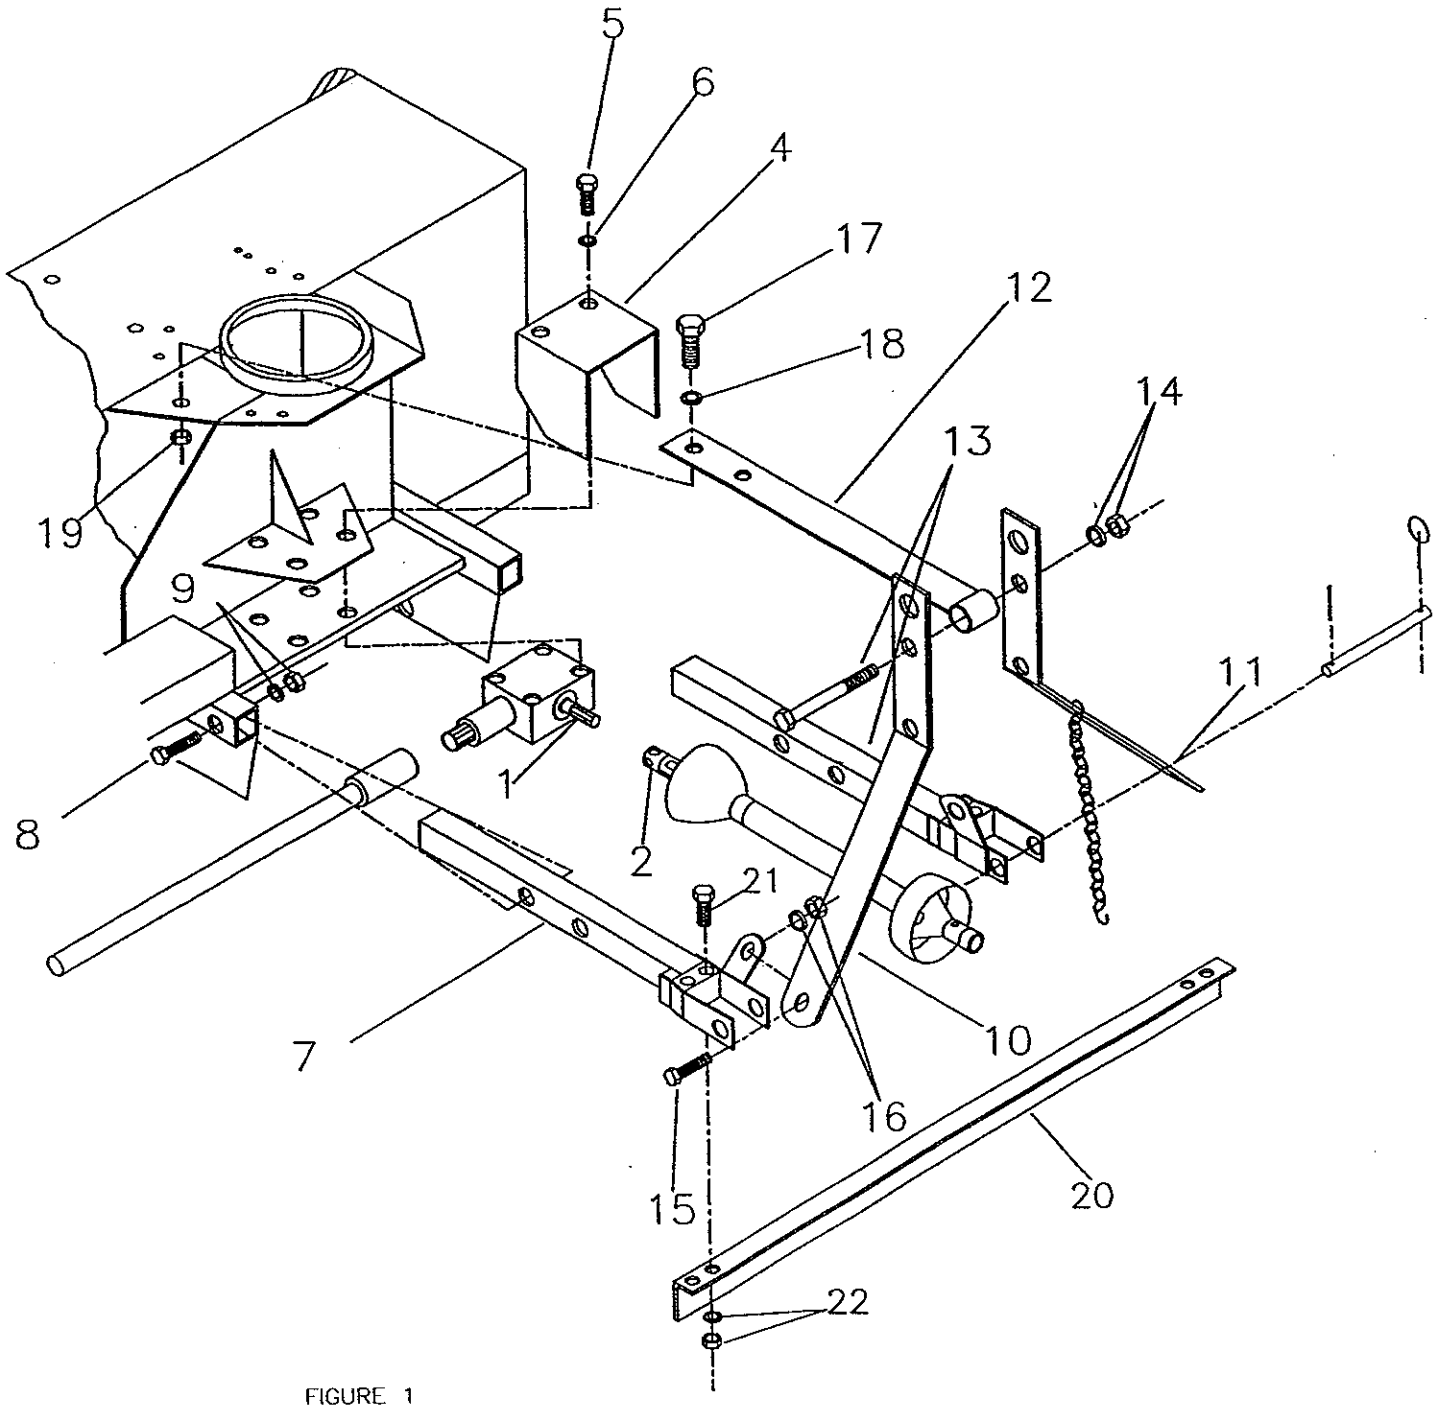

FIGURE 1
a) Remove paint from blower drive shaft (fig.1, item 1) and grease driveline sliding surfaces and yoke.
b) Slide driveline yoke over drive shaft (fig.1, item 2) using the sliding action of the driveline. Make sure the driveline locking collar is well secured to the drive shaft.
a) Remove two bolts and lockwashers from rear of gear box (fig.1, items 5-6) and install driveline shield at that location (fig.1, item 4). Replace bolts and lockwashers.
b) Install the lower hitch tubes (fig.1, item 7) on blower using a 3/4 x 4" bolt (fig.1, item 8), lockwashers & nuts (fig.1, item 9).
c) Install the two hitch arms (fig.1, items 10 & 11) to the upper hitch (fig.1, item 12) through the top hole using a 3/4" x 4 " bolt (fig 1, item 13), lockwasher and nut (fig.1, item 14).
d) Attach each hitch arm (fig.1, items 10 & 11) inside the hitch tubes (fig.1, item 7) using two 3/4" x 2" bolts (fig.1, item 15), lockwashers and nuts (fig.1, item 16).
e) Attach upper hitch (fig.1, item 12) to blower using a 3/4" x 2 " bolt (fig.1, item 17), lockwasher (fig.1, item 18) & nut (fig.1, item 19) (lockwasher on top side).
f) Install the driveline storage chain in the small hole in each hitch arm (fig.1, items 10 - 11) using two "S" hooks. Using pliers, close "S" hooks, leave one side of one "S" hook open (to attach and detach).
h) Install and bolt the flatbar (fig.1, item 20) on the end of the lower hitch tubes (fig.1, item 7) with four 1/2" x 4" hex. bolts (fig.1, item 21), lockwashers and nuts (fig.1, item 22)